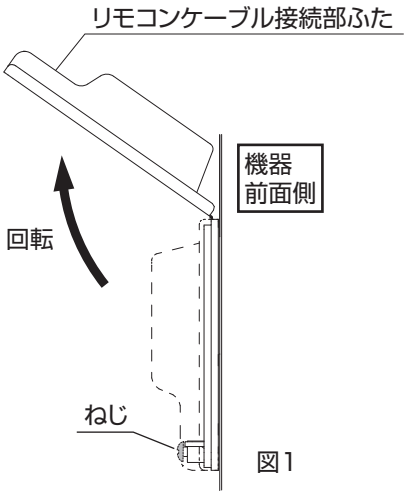

図1
①機器のリモコンケーブル接続部（以下：ケーブル接続部）の正面側にあるねじ（1 本）を取り外し、ケーブル接続部ふたを図 1 のように回転させ開いてください。
②浴室リモコン用 2 芯ケーブルをリモコン接続用端子台の「風呂」と表示の 2P 端子に接続してください。
③台所リモコン用 2 芯ケーブルをリモコン接続用端子台の「台所」と表示の 2P 端子に接続してください。